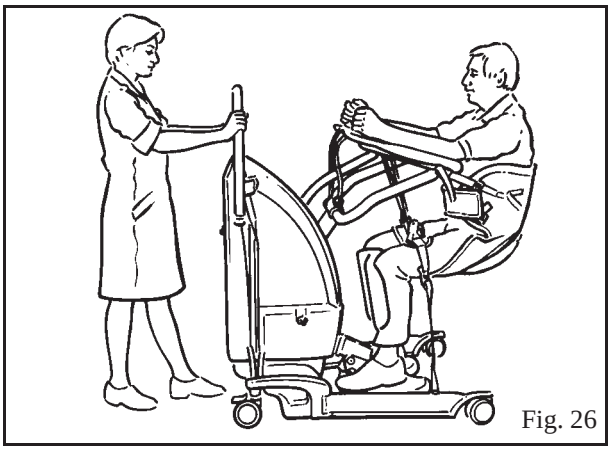

Fig. 26
12. Slå chassisbremsen fra, og luk chassisbenene. Kør så plejemodtageren til den ønskede position. (Se fig. 26)